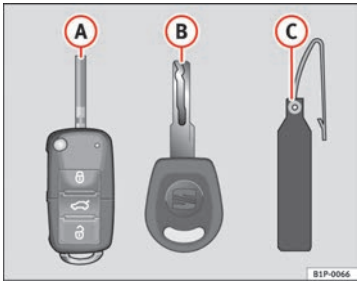

Abb. 61 Schlüsselsatz
- Funkschlüssel ⇒Abb. 61 Ⓐ mit ausklappbarem Schlüsselbart,